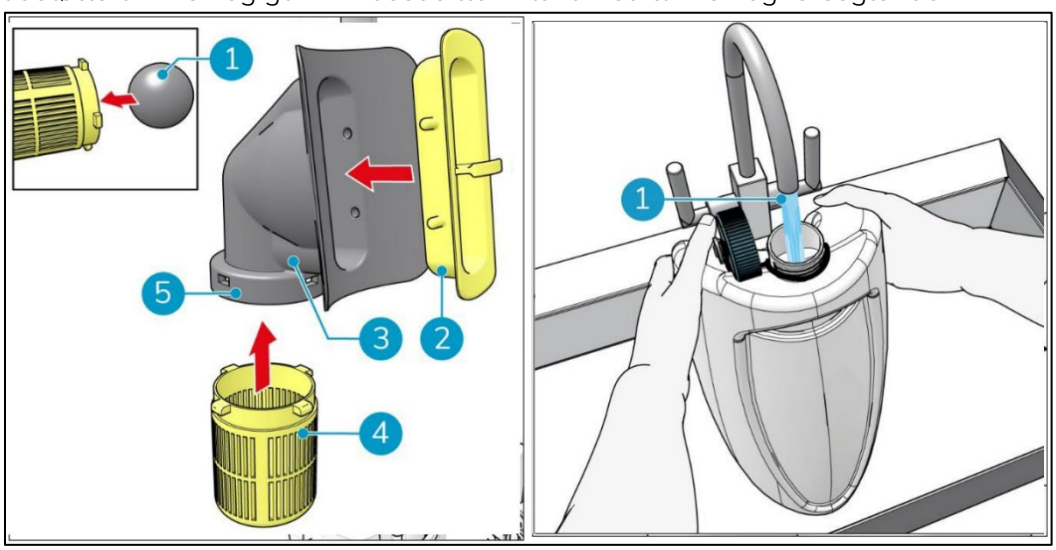

Figur 29 *Figur 30*
12. Plasser flottørkulen i flottørkulehuset (Figur 29, pos. 1).
13. Trykk flottørkulehuset (Figur 29, pos. 4) inn i gummihuset (Figur 29, pos. 3). Pass på at de fire tappene på flottørkulehuset passer inn i hullene i gummiringen (figur 29, pos. 5).
14. Trykk støtterammen (figur 29, pos. 2) inn i gummihuset (figur 29, pos. 3). Pass på at de 4 hakkene passer inn i hullene i gummihuset.